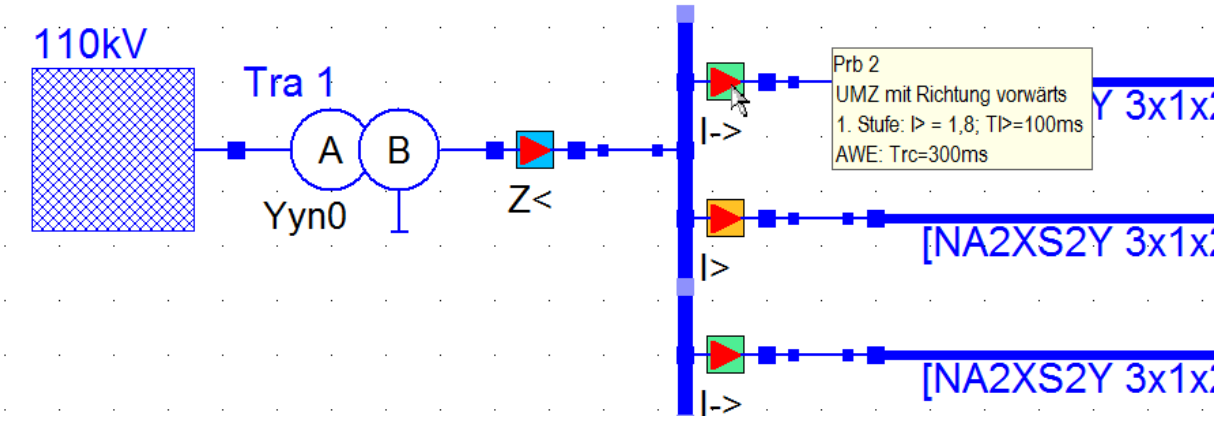

Abbildung 66: Anzeige des anwenderspezifischen Textes in einem Tooltip
- Falls vorhanden, den letzten Menüpunkt mit dem Namen des Netzwerkelementes z.B. **Load Impedance** wir in Abbildung 66 gezeigt öffnen und einen der Menüpunkte mit einem **Left Mouse Button Click** anwählen